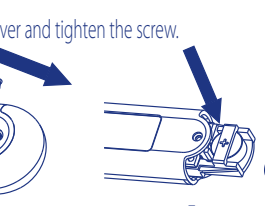

Figure 5
3. Gently pull out plastic circuit board with battery chamber approximately 1 cm (slightly less than1/2") (See Figure 5).
4. Use pointed object such as a pen to remove old battery. Discard battery lawfully. Replace with new 1.5V DC button type LR41 or SR41,UCC392, or equivalent. Be sure battery is installed with "+" polarity facing up. (See Figure 5)